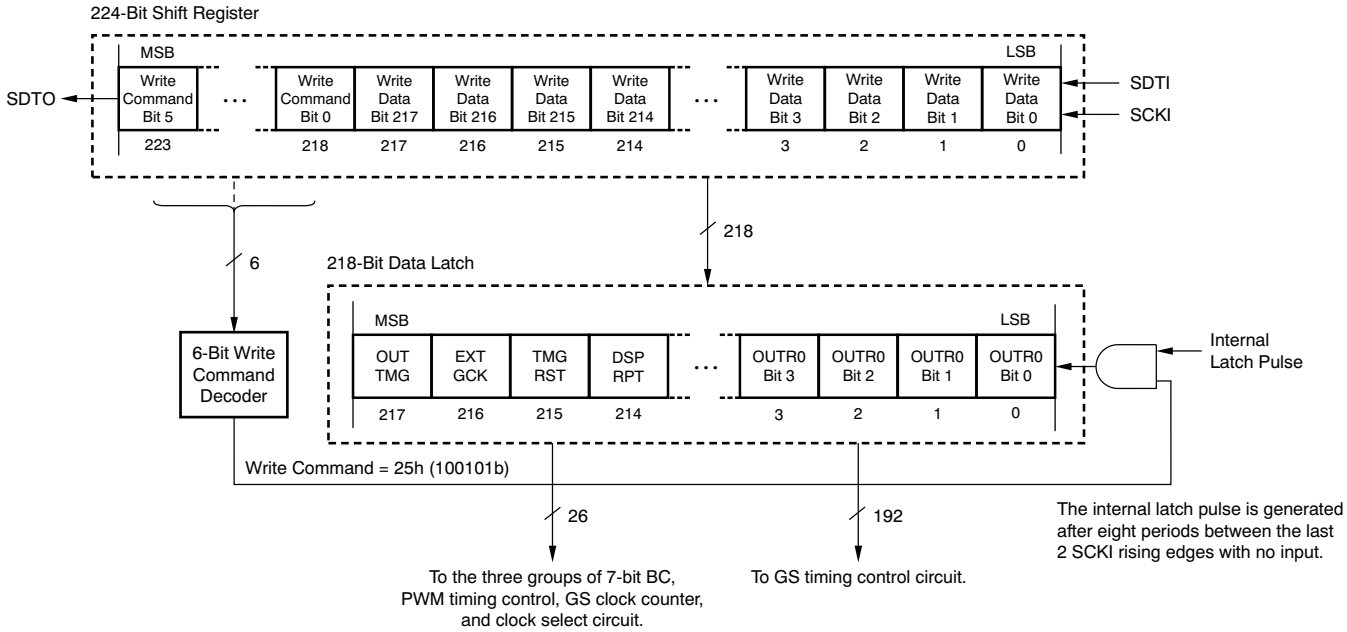

Figure 23. Common Shift Register and Control Data Latch Configuration
The TLC59711 has a 224-bit shift register and a 218-bit data latch that set grayscale (GS) data, global brightness control (BC), and function control (FC) data into the device. When the internal latch pulse is generated and the data of the six MSBs in the shift register are 25h, the 218 following data bits in the shift register are copied into the 218-bit data latch. If the data of the six MSBs is not 25h, the 218 data bits are not copied into the 218-bit data latch. The data in the data latch are used for GS, BC, and FC functions. Figure 23 shows the shift register and the data latch configuration.